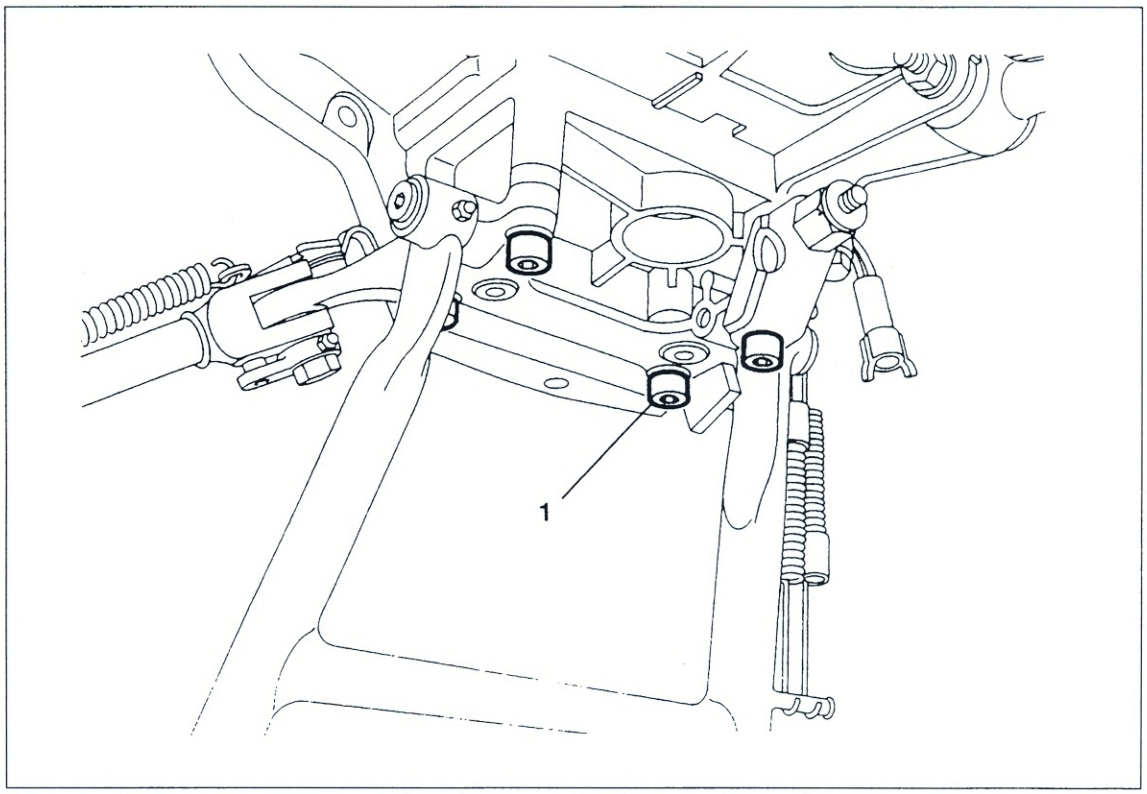
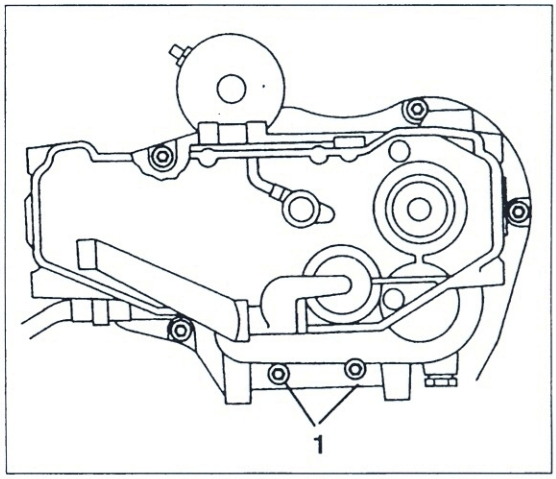

Bild 147
Bild 153
- Vier Befestigungsschrauben (Bild 147) des Hauptständer-Lagerbocks ausdrehen, Kabelbinder trennen und Lagerbock samt Haupt- und Seitenständer abnehmen.
- Falls Getriebe zusammen mit Hinterrad ausgebaut wird, Getriebe-Befestigungsschrauben ① Bild 153 ausdrehen und Hauptständer (Bild 147) ohne Seitenständerschalter wieder einbauen (als «Abstellhilfe»).
- Befestigungsschrauben der Getriebebox (Bild 153) ausdrehen. Getriebe **genau fluchtend** nach hinten wegnehmen. Zur leichteren Einhaltung der Flucht, Führungsdorne (BMW-Nr. 23 1 820) in Bohrungen mit Passhülsen einschrauben (langen Dorn rechts) und Getriebe langsam abziehen.